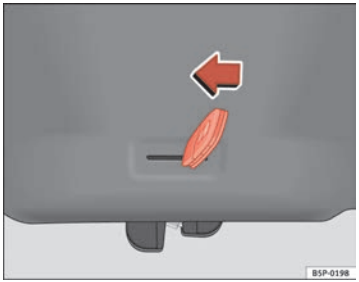

Fig. 46 Tailgate: emergency open
– Insert the key in the groove and unlock the locking system, turning the key from right to left, as shown by the arrow ⇒ fig. 46. ■